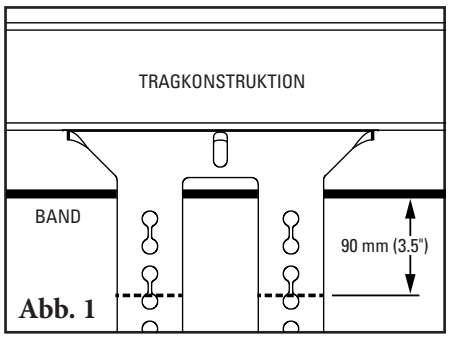

Abb. 1
a. Bei der Montage mit Druck nach oben das Band mit einer Setzlatte hoch drücken, um den Durchhang zu beseitigen und an der Halterung eine Markierung für die Unterseite des Bands anbringen. Von dieser Markierung 90 mm (3.5") nach unten messen und eine zweite Markierung (Abb. 1) anbringen. Die zweite Markierung ist dort, wo in Schritt 6 die Mitte der Steckachse sitzen soll.